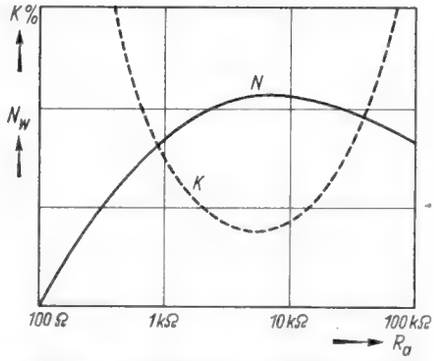

Bild 14. Ausgangsleistung und Klirrfaktor bei verschiedenen Anpassungswiderständen
3. Höchst zulässige Gitterwechselspannung für unverzerrte Leistung (entnommen aus Lösung 1) anlegen. Belastung von 100 Ω bis 100 kΩ ändern und Ausgangsspannungen messen. Aus Belastungswiderstand und Ausgangsspannung ist die Ausgangsleistung auszurechnen und als Kurve aufzutragen. Falls Klirrfaktormessungen möglich sind, ist auch hierfür die Kurve bei den einzelnen Belastungen aufzunehmen. (Bei Benutzung des Kraftverstärker-Prüfgerätes aus der FUNKSCHAU 1950/4, S. 57, ist ein Ausgangsübertrager zwischenzuschalten, der auf einen im Prüfgerät vorhandenen Anpassungswiderstand übersetzt. Hierbei kann gleichzeitig der Leistungsverlust des Übertragers gegenüber der rein ohmschen Belastung festgestellt werden.) Als Lösung ergeben sich die Kurven nach Bild 14; die Leistung hat bei 7000 Ω ein flaches Maximum, der Klirrfaktor ein scharfes Minimum.